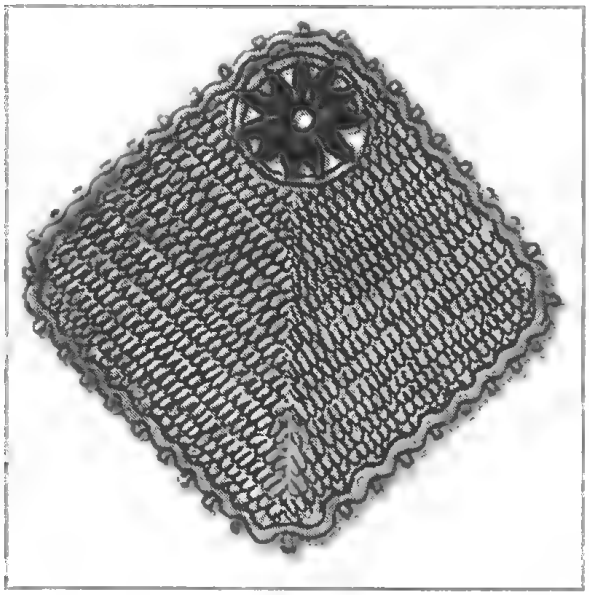

Рис. 22
**Подставка под горячее** (рис. 22). Для нее понадобится около 100 м шнура, тесьмы или сутажа, в том числе 55–60 м основного цвета (назовем его цветом А) и 40–45 м отделочного (Б). Красиво сочетаются красный и желтый, синий и оранжевый, желтый и зеленый. Но если у вас есть материал только одного цвета, подставка все равно получится красивой благодаря оригинальной форме и рельефному рисунку вязания. В углу подставки вывязывается кольцо, за которое ее можно вешать на стену, когда ею не пользуются.